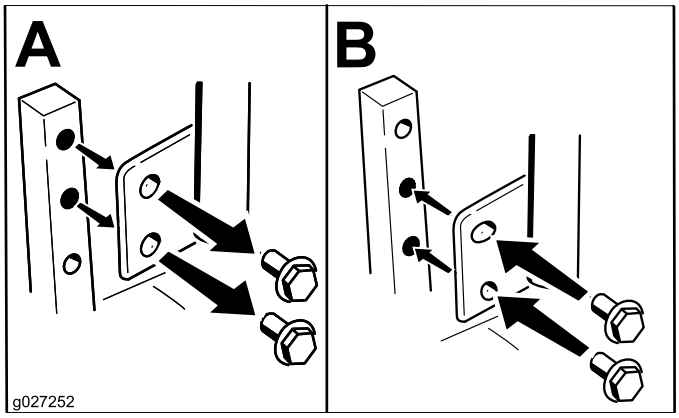

Figur 23
Rörelsereglagespakarna kan höjas eller sänkas för att passa föraren så bra som möjligt (Figur 23).
2. Lossa på den nedre skruven såpass mycket att du kan svänga reglagespaken framåt och bakåt (Figur 23). Dra åt båda skruvarna ordentligt för att säkra spaken i det nya läget.